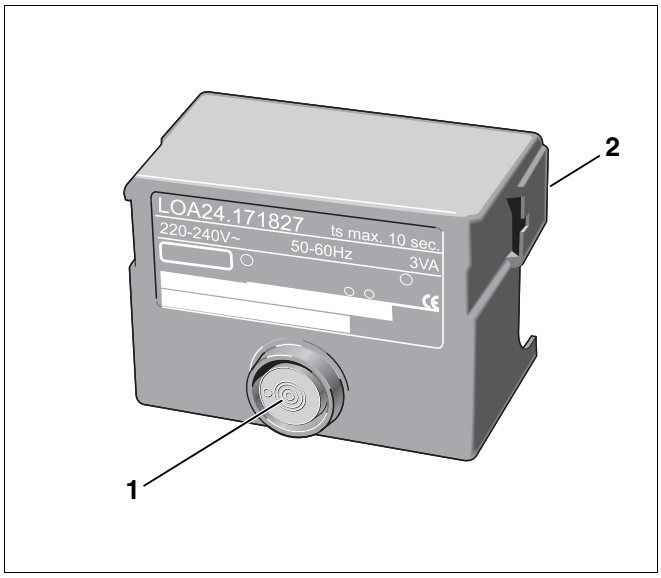

Fig. 8 Programador de combustión LOA
En caso de fallo puede pulsarse la tecla contra perturbaciones (fig. 8, **pos. 1**) situada en el programador de combustión (véase el capítulo 5.2 "Eliminar las anomalías del programador de combustión").